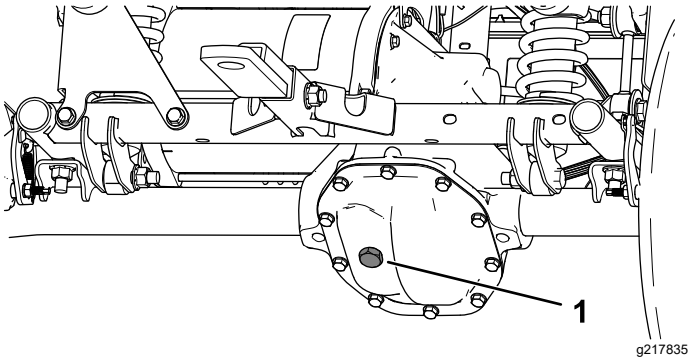

**Figuur 48**
4. Verwijder de vulplug op de transaxle (Figuur 48).
5. Als het vloeistofpeil te laag is, verwijder dan de vulplug en vul bij met de aanbevolen vloeistof tot deze uit de opening stroomt (Figuur 48).
4. Verwijder de vulplug op de transaxle en vul de transaxle met de aanbevolen vloeistof tot deze uit het gat loopt (Figuur 48).